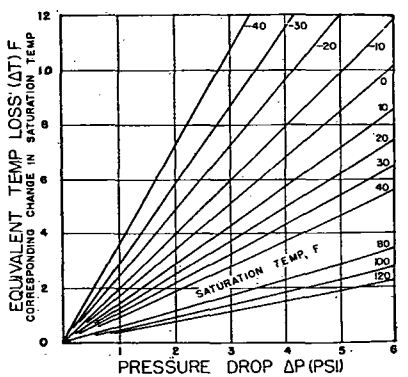

Fig. 3 .... Temp Equivalent (ΔT) of Pressure Drop (Refrigerant 500)
(5) For the Equivalent Change in saturation temp for various line pressure drops in psi refer to Fig. 3.